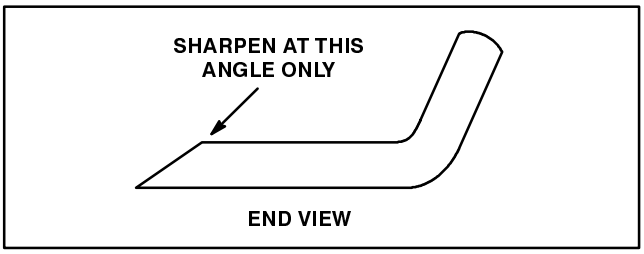

Figure 32
2. Examine cutting edges of all blades. Sharpen the cutting edges if they are dull or nicked. Sharpen only the top side of the cutting edge and maintain the original cutting angle to assure sharpness (Fig. 32). The blade will remain balanced if same amount of metal is removed from both cutting edges.